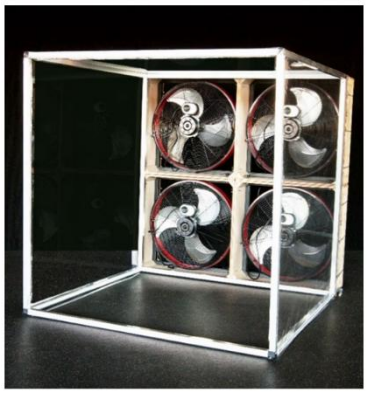

図 1
1.2.1 タービン試験用風洞の内部寸法は約 120×120×120cm です。負圧風洞であり、風洞床面には高さ 5〜10cm、直径 100cm の回転台が設置されます。（図 1、2）